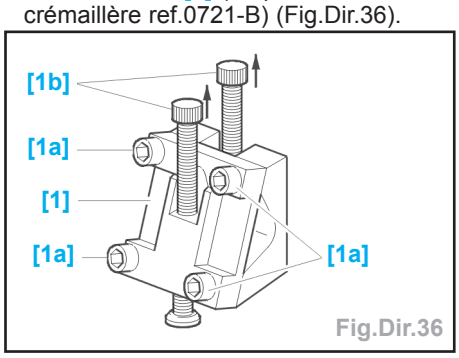

Fig.Dir.36
- Immobiliser la crémaillère de direction à l'aide de l'outil [1] (Dispositif antirotation crémaillère ref.0721-B) (Fig.Dir.36).